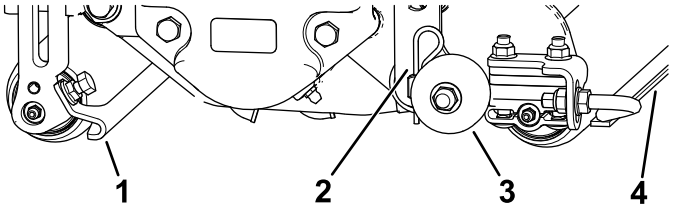

図 10
1. ローラスクレーパを固定しているフランジナットをゆるめる図 10。
整備場の床にバーチカッターを降ろすときやトラクションユニットから外して床に置く場合には、ブレードが床にあたって破損しないよう、必ず移動用ローラを降ろしてください図 10。